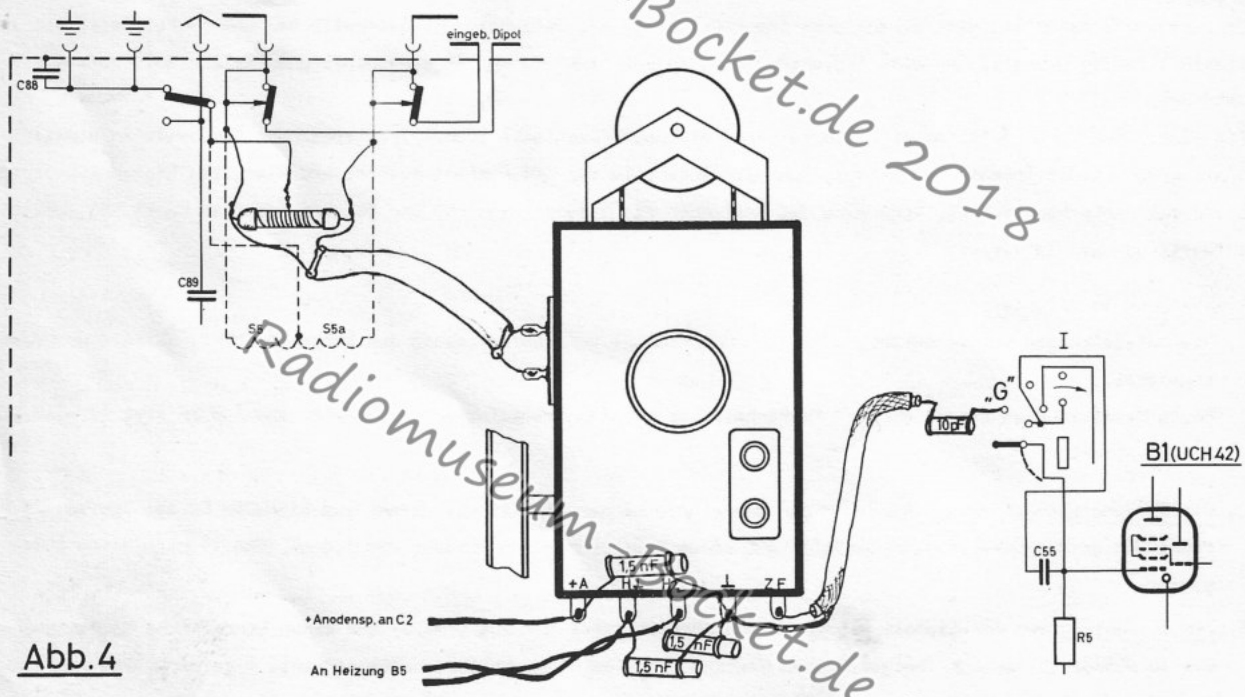

Abb.4
3. Der ZF-Ausgang der UKW-Einheit wird über ein abgeschirmtes HF-Kabel (Pos.9) und einen keramischen Kondensator von 10 pF (Pos.13) an den freigewordenen Kontakt "G" (Abb.4) des Wellenschaltersegments I geführt. Die Abschirmung des Kabels wird nur an der UKW-Einheit mit Chassis verbunden.